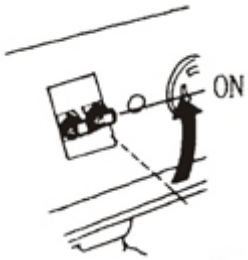

Рис. 32
5.5.3 Установка може забезпечити живлення змінним струмом 110/220 В. Встановіть перемикач напруги в положення, що відповідає вимогам споживачів (Рис. 32).